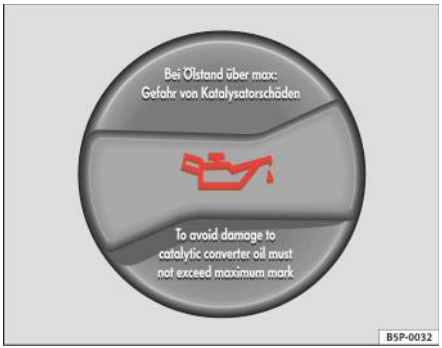

Fig. 116 În compartimentul motor: Buşonul orificiului de umplere cu ulei
– Desfaceți buşonul orificiului de umplere cu ulei ⇒ fig. 116.
– Imediat ce nivelul uleiului ajunge în zona (B), închideți buşonul cu grijă.